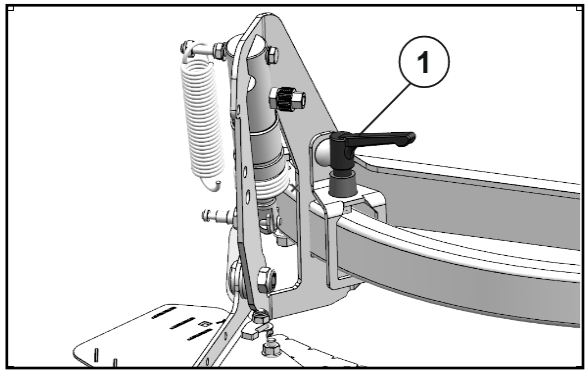

Fig. 72
erfolgt über die Teleskopschaufeln (Fig. 72/1) nach Angaben der Streutabelle in Abhängigkeit der auszustreuenden Düngersorte und dem Abstand der ersten Fahrspur vom Feldrand wie folgt:
2. Ablesekante (Fig. 72/1) des Schaufelaußenteils auf Buchstaben teleskopieren und Schaufelaußenteil befestigen.
4. Schaufelspitze (Fig. 72/2) auf Skalenwert schwenken und Schaufel befestigen.